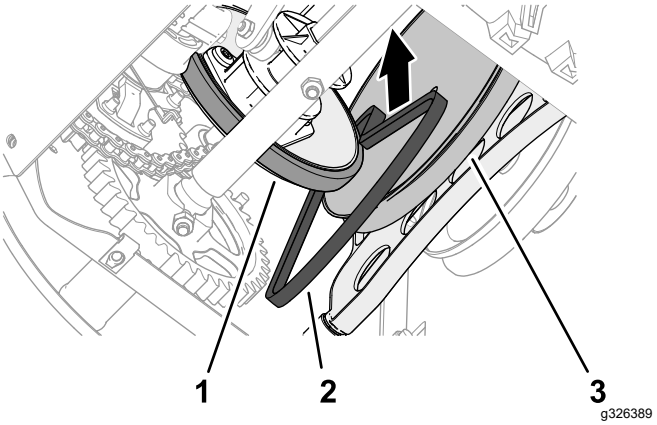

Figur 49
1. Skub traktionsremmen mellem friktionshjulet og traktionsremskiven, og ind i maskinen (Figur 49).